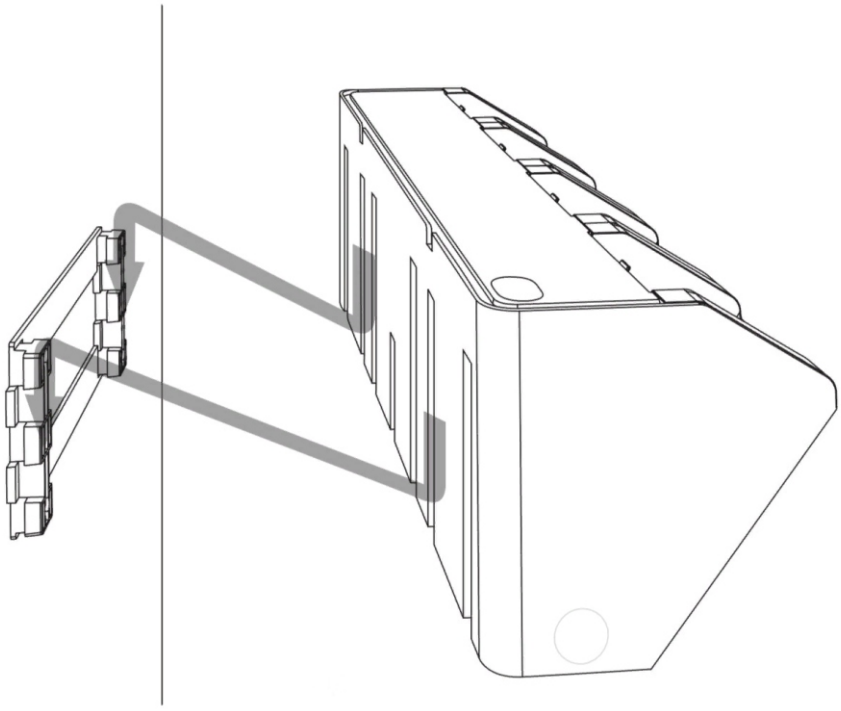

Рис. 6
- Скользящим движением сверху вниз установите модуль на кронштейн, как показано на рисунке. См. (рис. 6)